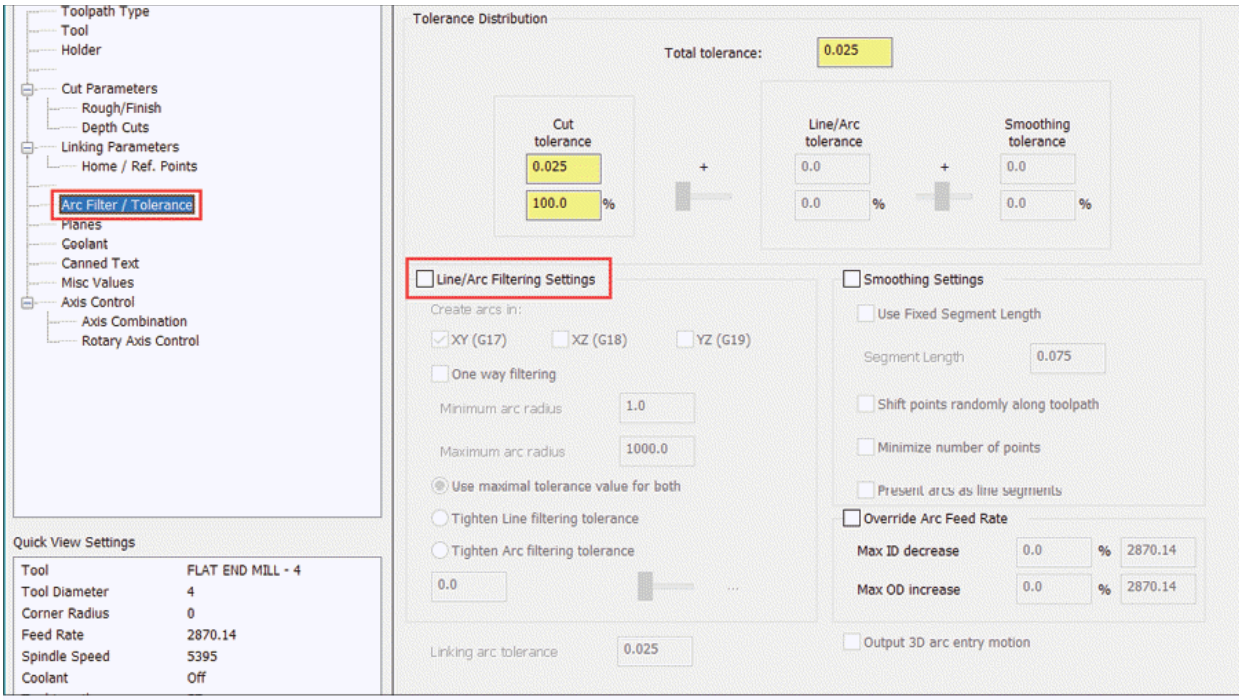

Figure-57. Arc Filter Tolerance page
- Note that you can perform arc filtering and tolerance setting for most of the toolpaths by using the options in the **Arc Filter/Tolerance** page of the dialog box; refer to Figure-57. Although, in 2D toolpaths there is no effect of specifying plane for arcs explicitly because Mastercam will automatically create arc's plane parallel to tool-plane.